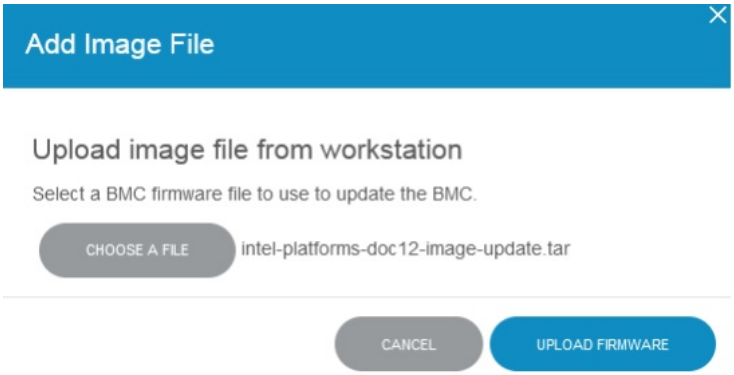

Рис. 91. Окно с активной кнопкой «UPLOAD FIRMWARE»
5) Нажмите на кнопку «UPLOAD FIRMWARE». Окно показано на рис. 91 Окно с активной кнопкой «UPLOAD FIRMWARE»